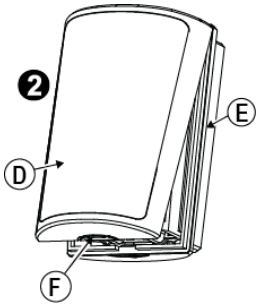

Figur 5 - Öppna enheten
1. *Separera basen från kåpan (se figur 5).*